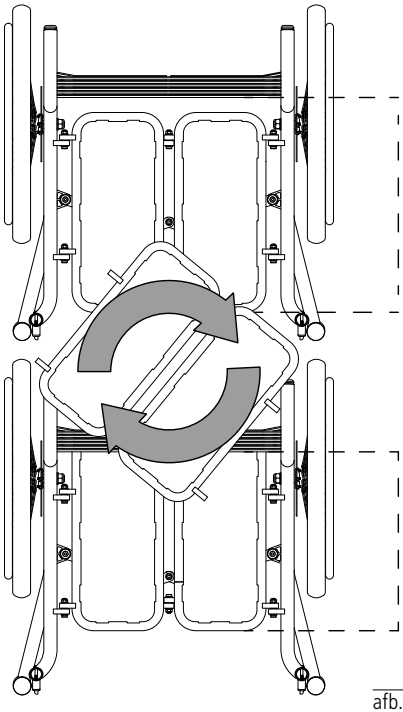

afb. 37
1. Draai hiervoor de vier bouten aan de buitenkant van de zitplaat los en monteer de zitplaat vervolgens 180° gedraaid (afb. 37).